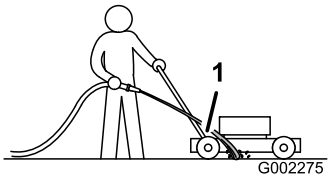

Rysunek 33
3. Przytrzymaj wąż ogrodowy przy dźwigni i skieruj strumień wody na ziemię, przed prawą tylną oponę (Rysunek 33).